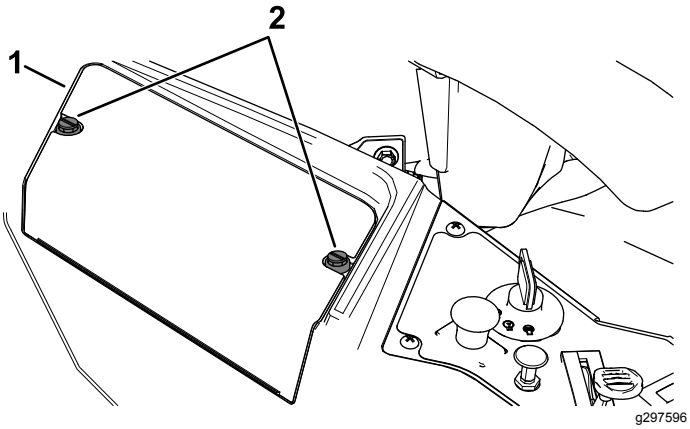

Rysunek 55
3. Poluzuj 2 elementy mocujące na pokrywie akumulatora obracając je w lewo o ¼ obrotu i zdejmij pokrywę akumulatora (Rysunek 55).
6. Zamontuj pokrywę akumulatora dociskając ją i przekręcając 2 mocowania w prawo (Rysunek 55).